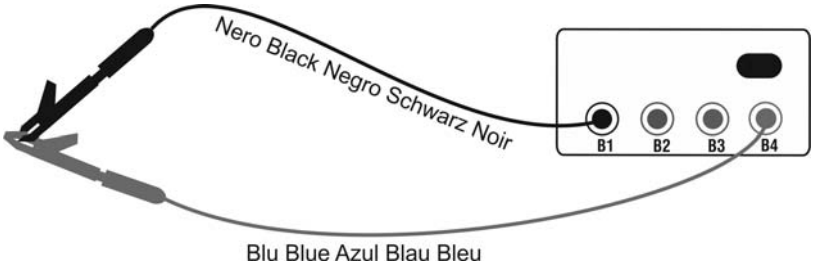

Fig. 3: Collegamento dei terminali durante la procedura di calibrazione
4. Cortocircuitare le terminazioni dei cavi di misura avendo cura che le parti conduttrici dei coccodrilli effettuino un buon contatto reciproco (vedere Fig. 3)